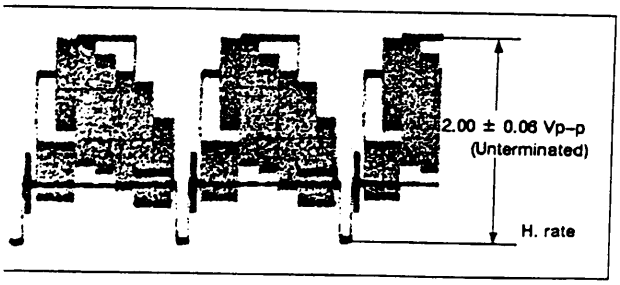

Fig. 3-1-8 EE Y level
3) If necessary, replace R42 with the variable chip resistor NVP1301-153N and adjust it for 2.00 ± 0.06 Vp-p, as in Fig. 3-1-8.